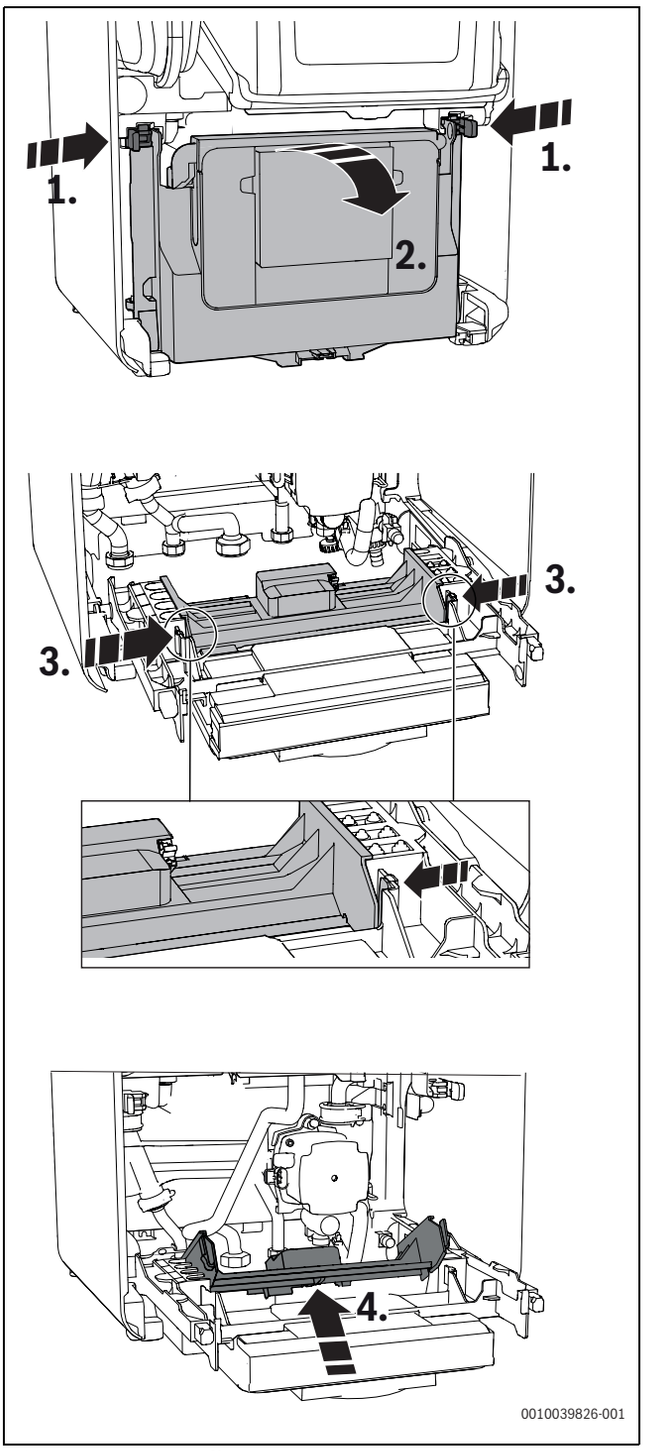

Bild 39 Steuergerät öffnen
- ▶ Steuergerät nach unten klappen (→ Bild 39).